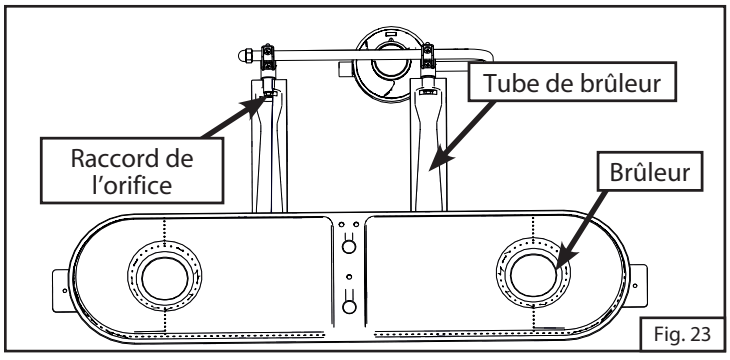

Fig. 23
1. Il est important de bien placer le brûleur en fonction de l'orifice. Pour assurer que le tube de brûleur est bien positionné, servez-vous d'un tournevis pour retirer le panneau de commande. Le tube de brûleur devrait se trouver par-dessus le raccord de l'orifice. Voir la figure 23 (panneau de contrôle non montré).